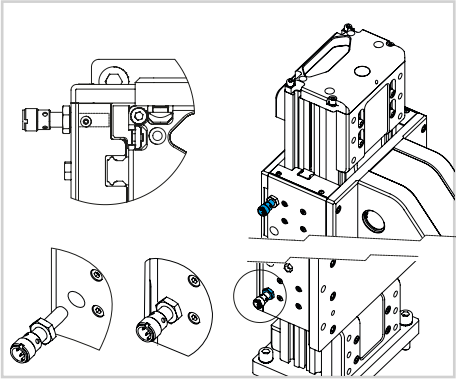

Fig.28
4) Insérez le capteur sur la plaque du chariot, et serrez-le jusqu'à ce qu'il entre en contact avec la lame de détection. Desserrez-le alors d'1/2 tour pour l'amener à la distance correcte (Fig. 28).
5) Serrez le capteur en position via l'écrou de serrage (Fig. 28).